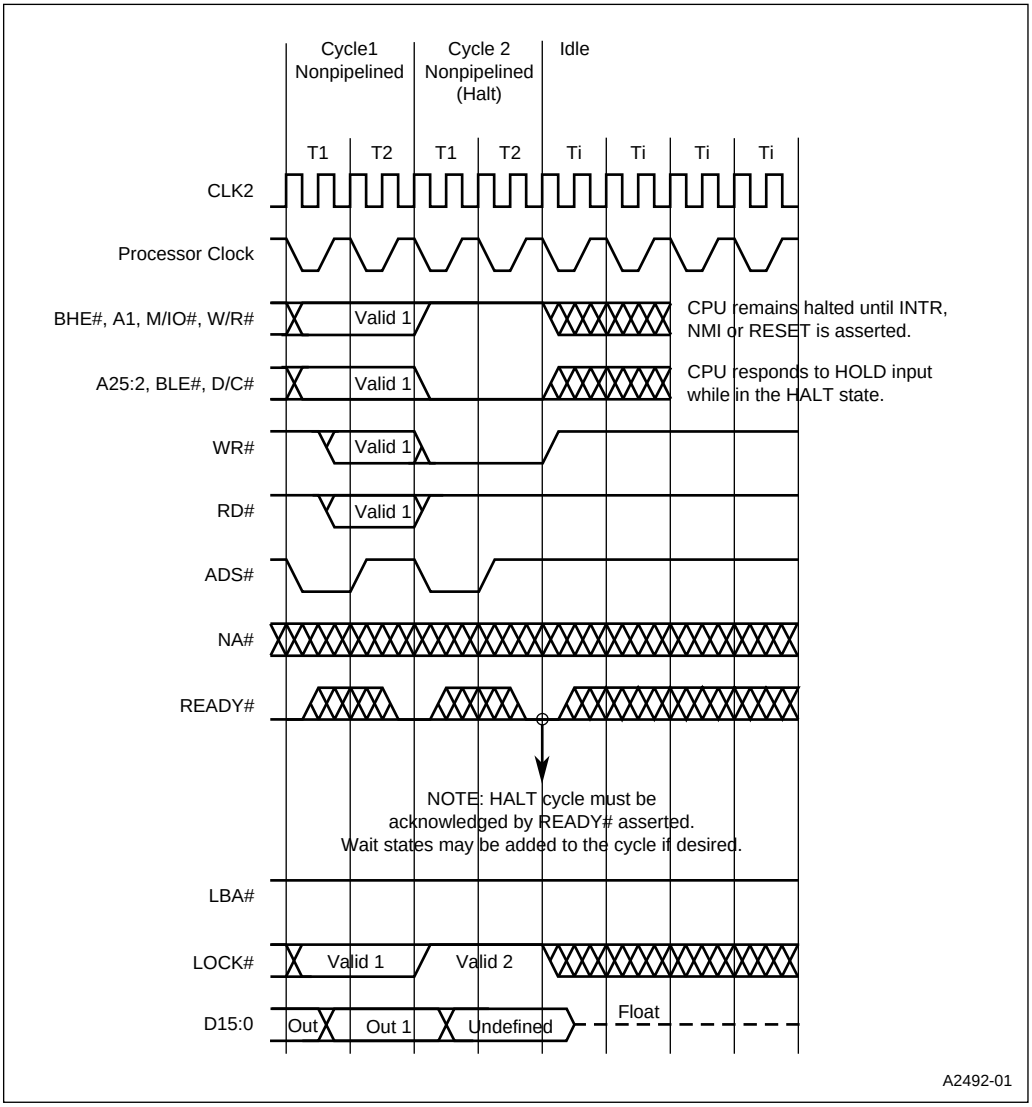

Figure 7-9. Halt Cycle
1. As with other bus cycles, a halt or shutdown cycle is initiated by driving the address and status signals active and asserting ADS#. Figure 7-9 shows a halt bus cycle. The address and status signals are driven to the following active states: